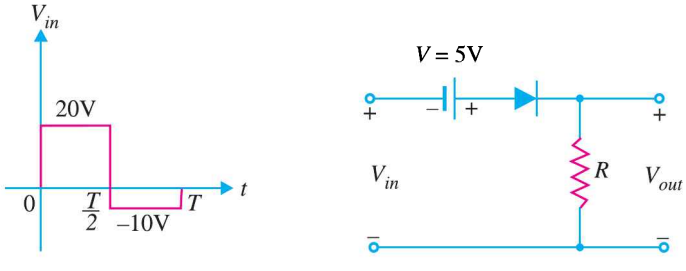

Fig. 18.70
5. Determine the output waveform for the clipper network shown in Fig. 18.70.